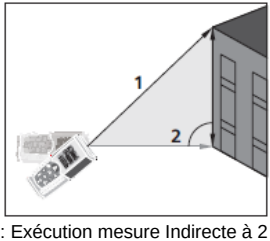

Fig. 7 : Exécution mesure Indirecte à 2 points
3. Placer l'instrument dans le point le plus haut (1) de la mesure (voir Fig. 7) et appuyer sur la touche MEAS pour exécuter la mesure. Le résultat est affiché au premier écran partiel. Le symbole « » s'affiche à l'écran avec côté « 2 » clignotant.
4. Placer l'instrument de la façon la plus horizontale possible (2) de la mesure (voir Fig. 7) et appuyer sur la touche MEAS pour exécuter la mesure. Le résultat est affiché au deuxième écran partiel.